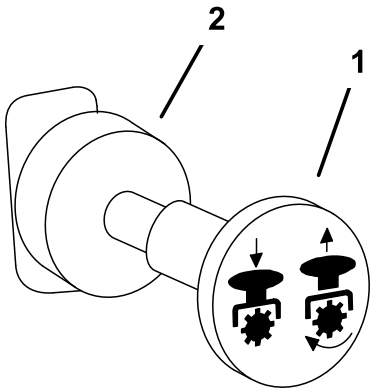

Figur 14
1. Koble fra kraftuttaket, flytt kontrollspakene til nøytral stilling, og bruk parkeringsbremsen (Figur 14).
4. Trekk ut kraftuttaksbryteren for å aktivere den (Figur 14).
Skyv spaken for kraftuttak til stillingen **Av** (Figur 14).